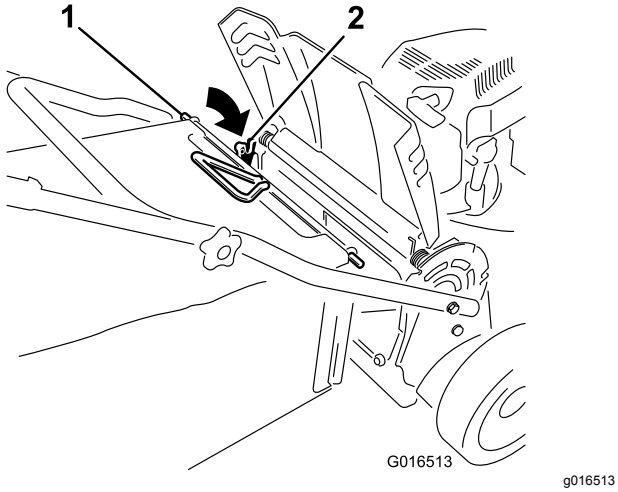

Figur 27
3. Monter posestangen i hakkene på håndtakets base, og vugg posen frem og tilbake for å sjekke at stangen sitter godt på bunnen av begge hakkene. Se Figur 27.